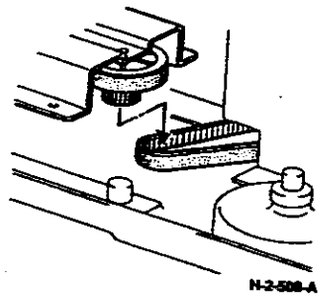

**Рисунок 3. Положение ремня двигателя ячеек**
2. (Рисунок 3) Проверьте, что ремень двигателя ячеек занимает правильное положение на шестерне двигателя.